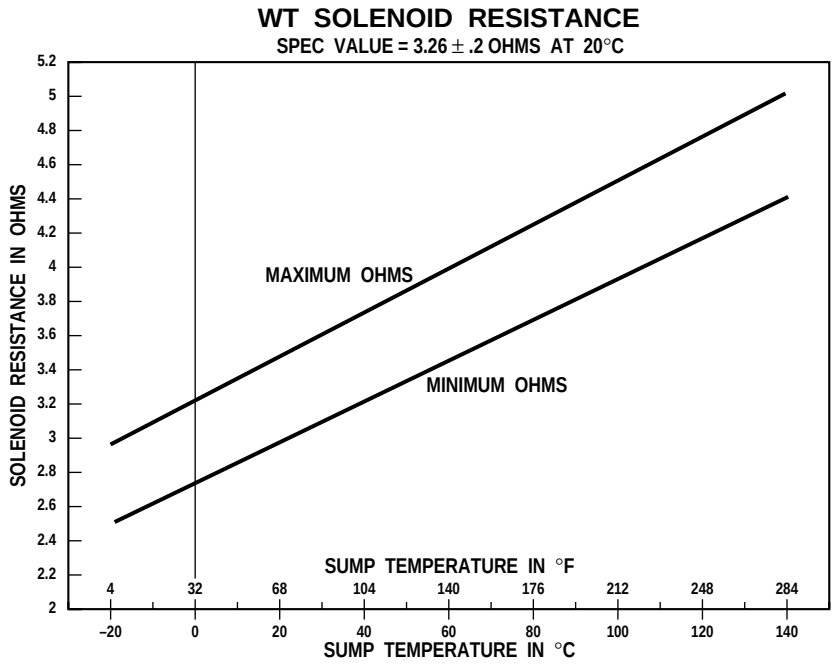

Figure 6–19. Solenoid Resistance vs. Temperature
When testing the control system from the feedthrough connector with the internal harness connected, the resistance of each solenoid can be checked using a VOM. Refer to Figure 6–19 for solenoid resistance values versus temperature.
CODE 45 XX — OPEN CONDITION IN SOLENOID CIRCUIT *(Figure 6–18)*
2. If the connector is connected, clean, and not damaged, check the solenoid circuit in the transmission for opens. Refer to the system schematic and/or chart to identify wires in the internal harness which are connected. If the open circuit is found, drain the fluid, remove the control module (see the transmission Service Manual), and isolate the open. The fault will be in the feedthrough harness or the solenoid itself (see Figure 6–1 for solenoid locations).